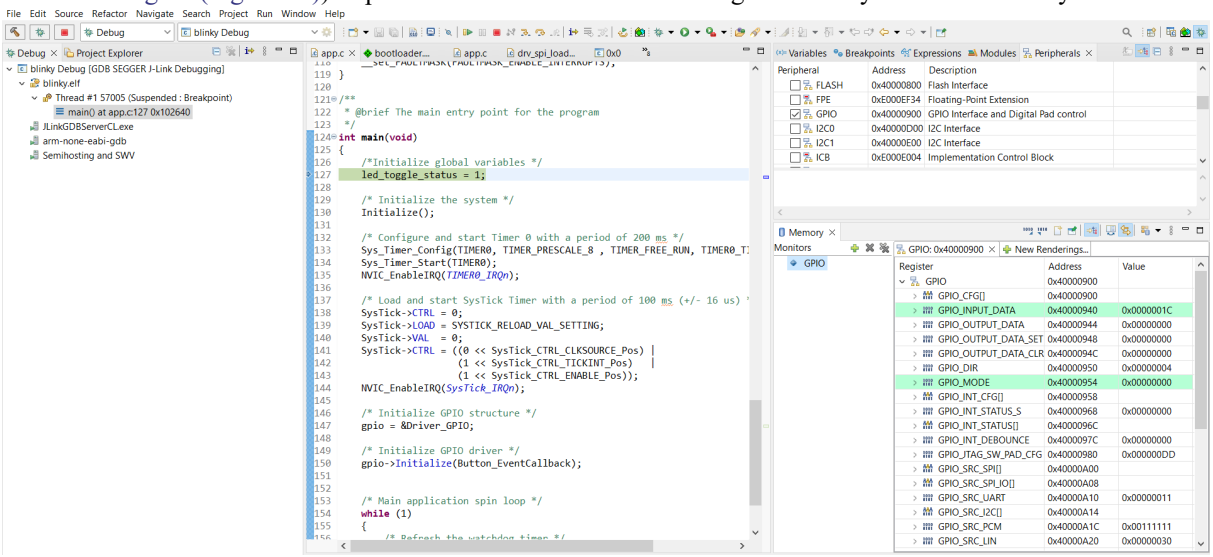

Figure 14. Peripheral Registers View Perspective in Debug Session After Setting the SVD Path
3. In the Peripherals window, select **GPIO**. Open the **Memory** window to monitor the RSL15 peripheral. Read only registers are highlighted in green. It is a good idea to drag your Memory window and place it side-by-side with your source code view (see the "Peripheral Registers View Perspective in Debug Session After Setting the SVD Path" figure (Figure 14)) to prevent the console from switching focus away from the Memory window.